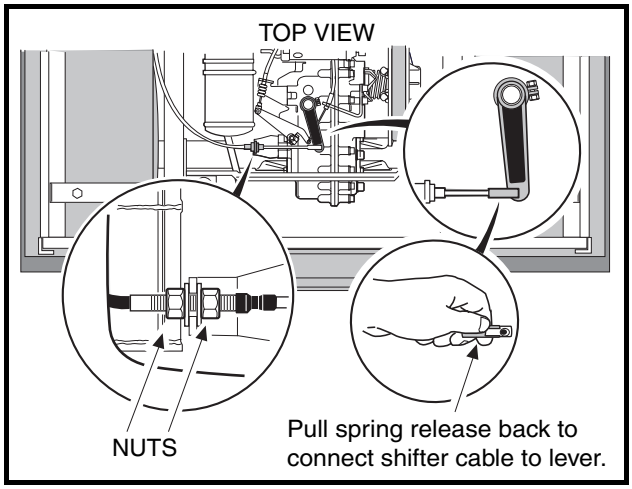

Figure 16-46 Connect Shifter Cable
24.4. Install the nut (3), washer (4), and bolt (7) on the Forward/Reverse shifter lever and tighten to 23 in lb (4.1 N·m).
25. Position the shifter cable in the shifter cable mounting bracket on the transaxle and tighten the mounting nuts to 22 ft-lb (29.8 N·m). Connect shifter cable rod end to the shifter arm **(Figure 16-46, Page 16-19)**.